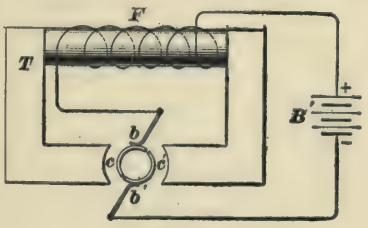

FIG. 30.
**37.** Before taking up a figure showing the connections of an actual street-car motor, it will be well to sum up a few of the facts stated in what has gone before or to be inferred from it. To make a motor that will run, there must be provided two magnets; one to stand still, and the other to be free to turn about a center. The one that stands still sends out its magnetic lines of force and provides what is called the magnetic field; the magnet that is free to turn has magnetic lines of force of its own, and these being acted upon by the lines of force of the magnetic field, the movable magnet, called the armature, must turn. Every motor, then, must have a magnetic field and an armature. Fig. 30 shows the connections of an actual motor. $F$ is a winding on the soft-iron or soft-steel frame $T$, and this winding is called the field winding, because it provides the field lines of force, or field magnetism. $b$, $b'$ are the brushes and $c$, $c'$ the commutator bars; $B'$ is the battery to supply the current for running the motor. This figure is not drawn to scale, and the motor shown is selected merely to illustrate principles that have been talked of in the preceding pages. In a commercial form of motor the principles are the same, but they are carried out in a way less easy to understand until more of the details of the subject have been mastered, so, as this lesson is devoted entirely to principles upon which motor action is based, any talk about